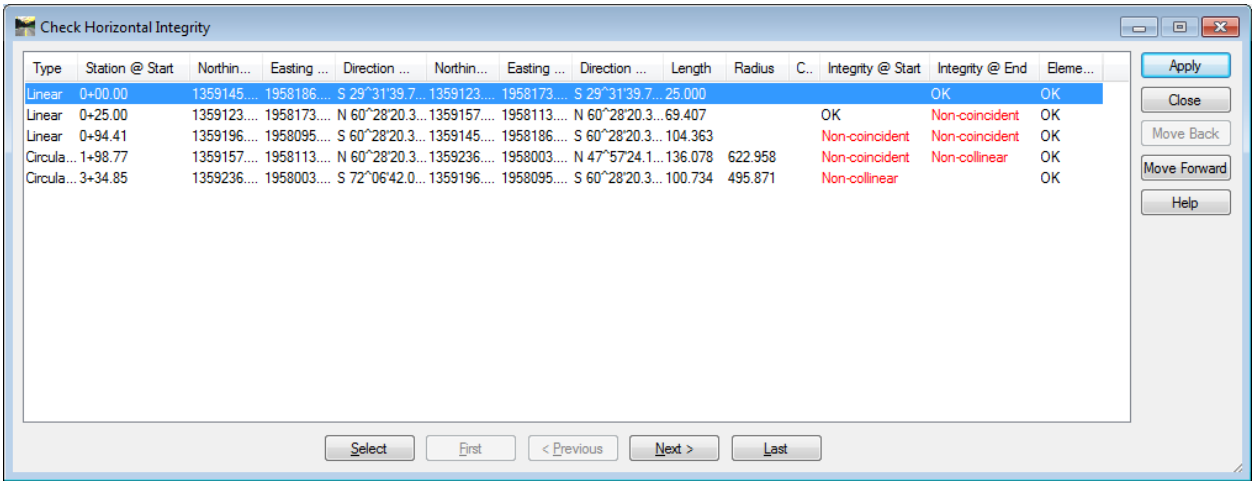

Figure L12-90 Check Horizontal Integrity
- The **Check Horizontal Integrity** window opens as shown in *Figure L12-90*.